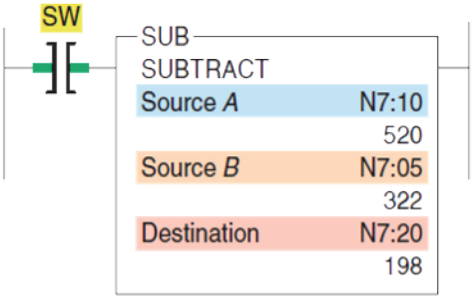

Figura 5-3: Descripción de los elementos de un temporizador.
La instrucción SUB (figura 5-3) es una función de salida que substrae un valor (A) de otro (B) y almacena el resultado en una dirección preestablecida.